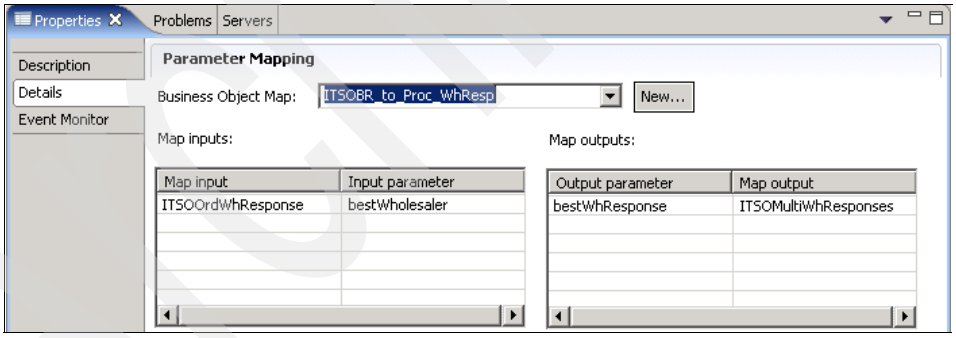

Figure 10-71 Selecting ITSOBR_to_Proc_WhResp as the business object map
11. Select the **Properties** tab and the **Details** subtab. Under Parameter Mapping, for Business Object Map, select **ITSOBR_to_Proc_WhResp** as shown in Figure 10-71.